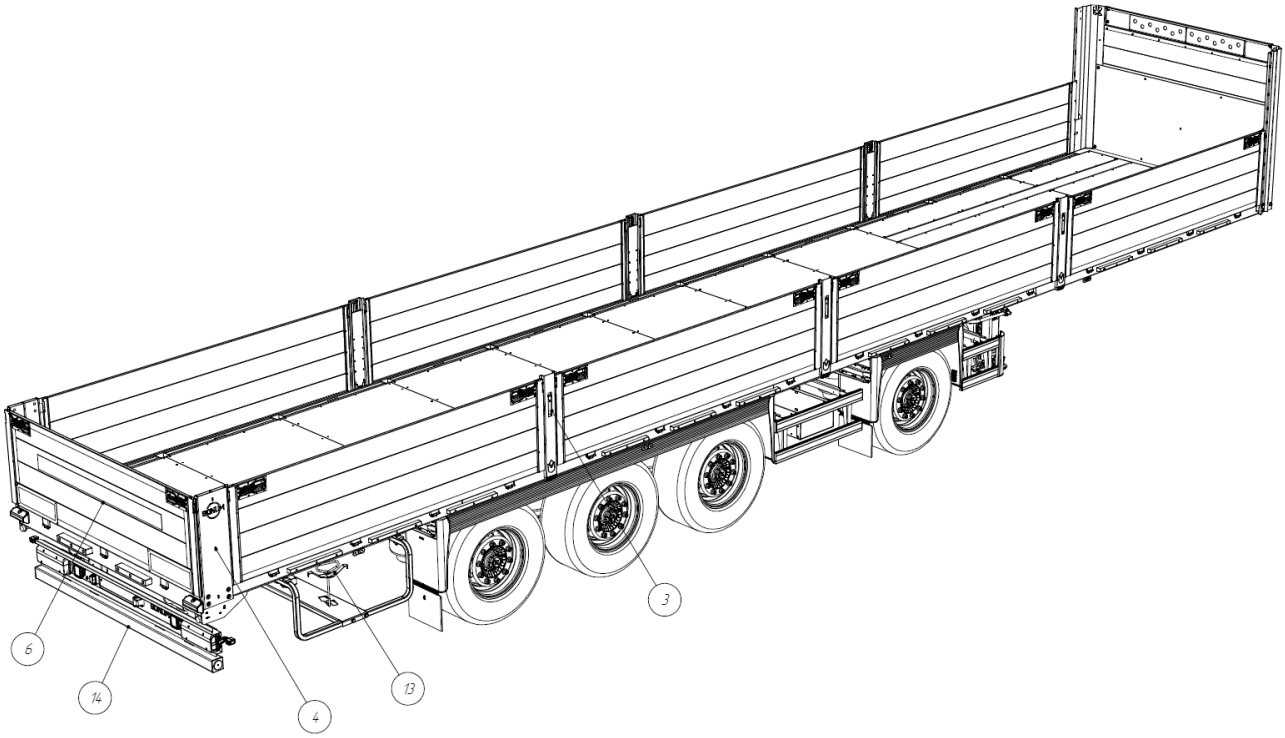

Рис. 1.1 – Общее устройство полуприцепа
Общее устройство[2] полуприцепа модификации 928111-13 приведено на рис. 1.1
На рис. 1.1 представлено общее устройство бортового полуприцепа и его основные элементы: рама (1), передний портал (2), боковые стойки (3), задние стойки (4), боковые борта (5), задний борт (6), опорное устройство (7), пневмоподвеска с осями и колёсами (8), система от разбрызгивания из под колёс (9), пульт управления пневмоподвеской (10), панель пневмо- и электророзеток (11) инструментальный ящик (12), корзина запасного колеса (13), заднее защитное устройство (14), боковая защита (15), настил пола (16)